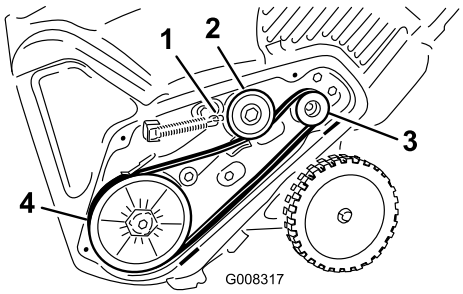

Figure 38
5. Montez et acheminez la nouvelle courroie comme indiqué à la (Figure 38).
8. Raccrochez le ressort de frein au bras de la poulie de tension (Figure 38).